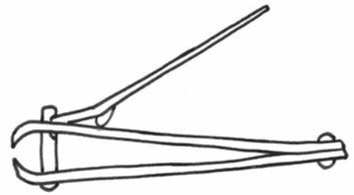
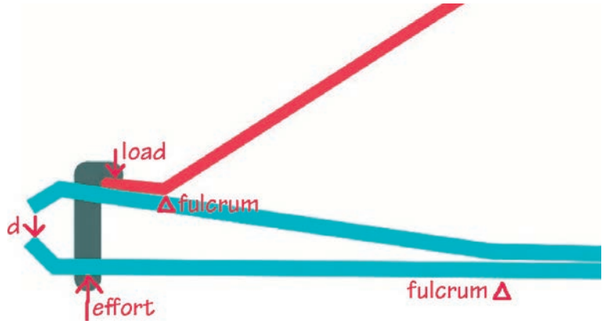

Figure 14
Figure 15
Figure 14 shows the pair of nail clippers on its own. The picture of the nail clippers in Figure 15 on the next page is called a **schematic diagram**.
1. Look at the red part on the diagram in Figure 15. It is a lever. What class of lever is it when the nail clippers are used?
2. Copy Figure 15. Show the effort and load on the red lever with arrows and labels. Also show the fulcrum with a small triangle and a label.